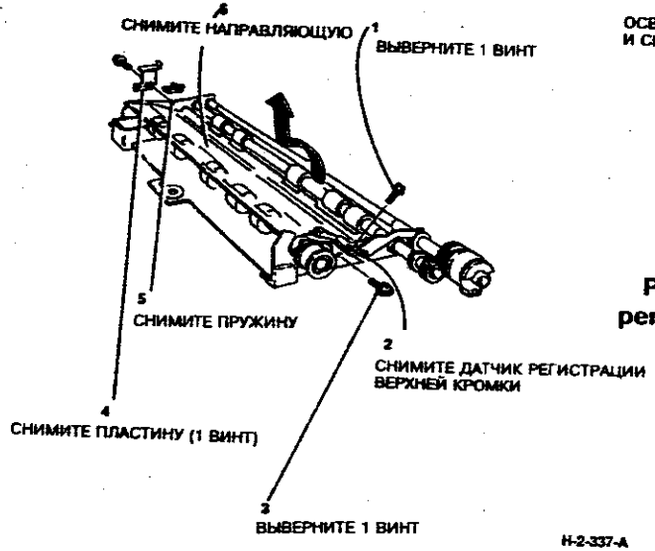

**Рисунок 1. Снятие нижней направляющей бумаги**
2. (Рисунок 1) Снимите нижнюю направляющую бумаги.